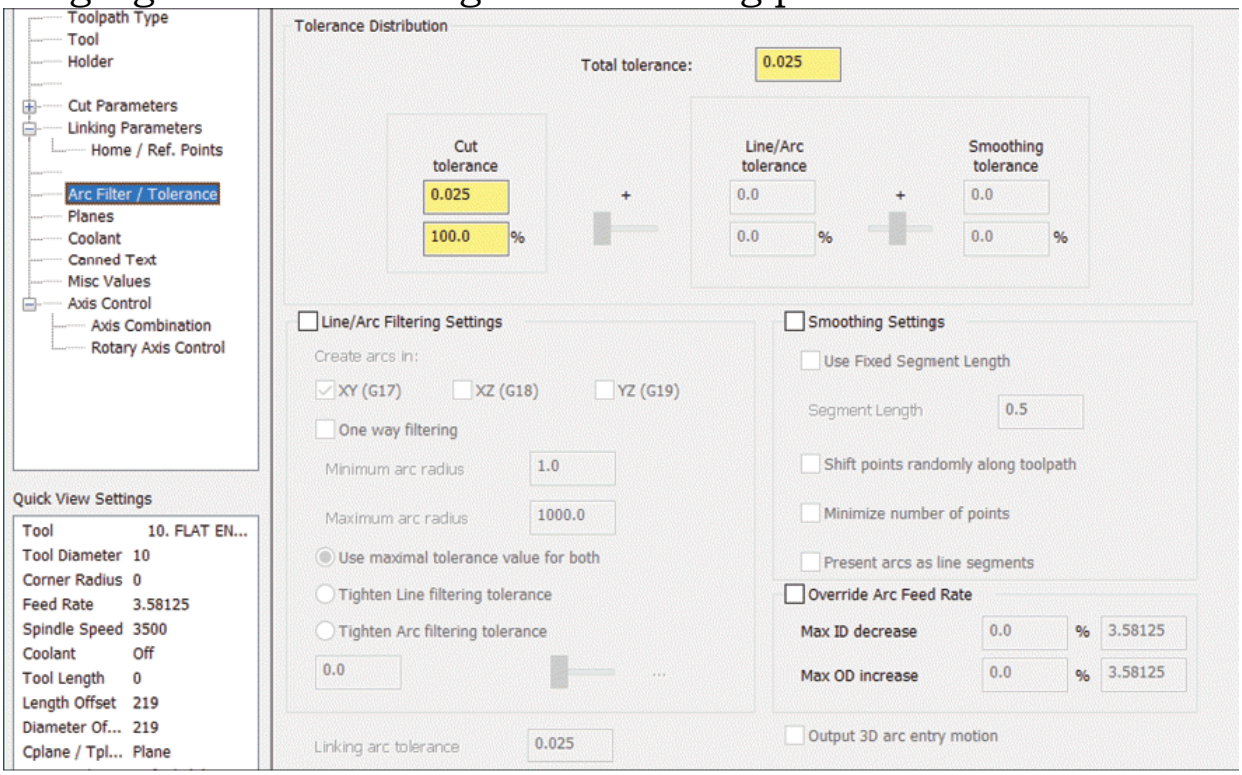

Figure-14. Arc Filter Tolerance options
- Select the **Arc Filter/Tolerance** option from the left area in the dialog box to define parameters related to machining precision of curves in the model. The options in the dialog box will be displayed as shown in Figure-14.